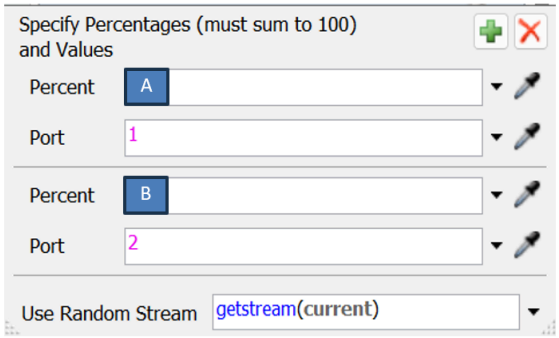

Figure 5b: By Percentage Input Box
**Q11c.** It is known that 6% of incoming items will need to be quarantined. At the QC object, the 'Send to Port' option is set to 'By Percentage' (shown in Figure 5b). Specify the values of A and B in the input box.